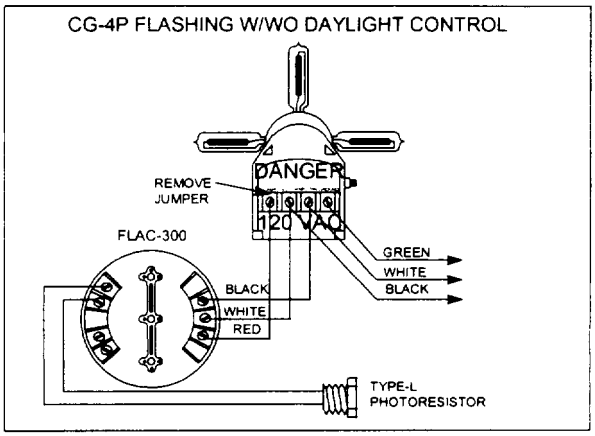

Figure 2-22
1. If flashed, install a FLAC-300 and type-L daylight control, as shown in Figure 2-22.